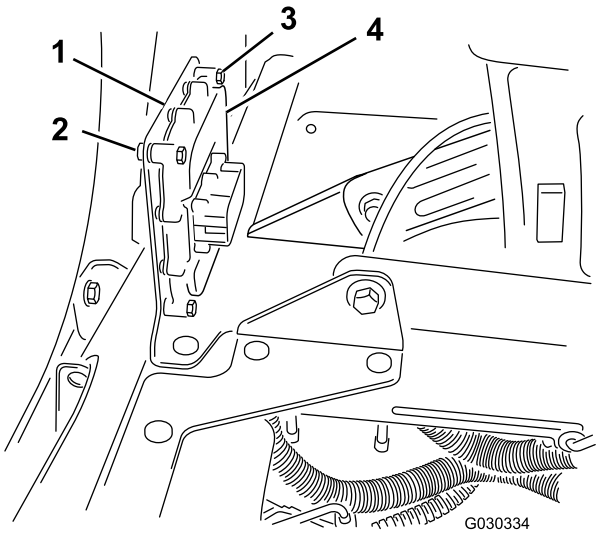

Figur 8
3. Fastgør den elektroniske styreenhed på monteringsbeslaget ved hjælp af fire bolte (1/4 x 1-1/8 tomme) og fire låsemøtrikker (1/4 tomme) som vist i Figur 8.